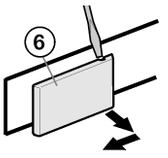

*Fig. 7*
▶ Détacher le cache côté poignée *Fig. 7 (6)* à l'aide d'un tournevis, puis le retirer en le tirant vers l'extérieur.